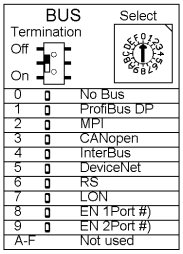

Bild 3
- BUS Select (Bild 3) muss je nach verwendetem UNIGATE IC eingestellt werden!